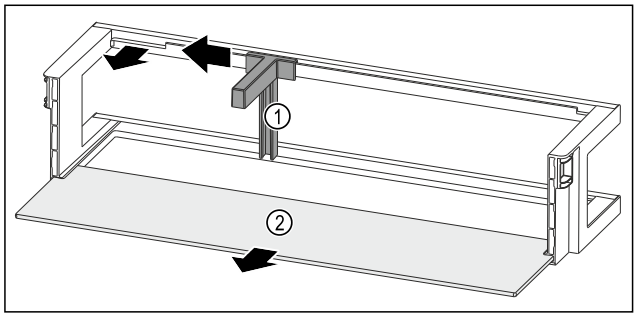

Fig. 240 Raft montat pe ușă cu suport pentru sticle și raft
- ▶ Împingeți în lateral suportul pentru sticle *Fig. 240 (1)* până la degajare.
- ▶ Extrageți suportul pentru sticle *Fig. 240 (1)*.
- ▶ Extrageți raftul *Fig. 240 (2)*.